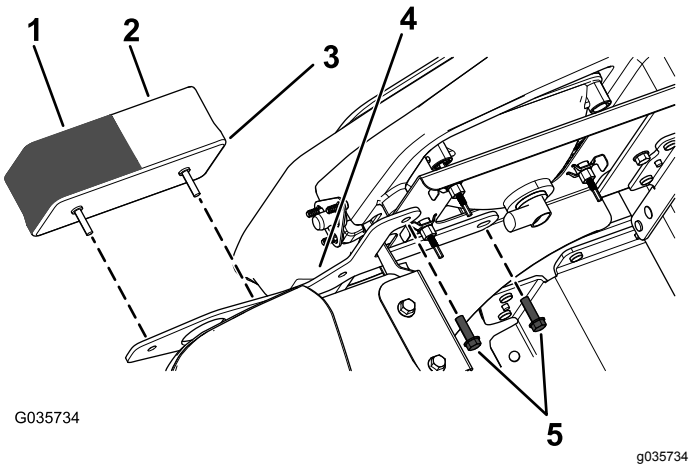

Figura 2
3. Instale la nueva luz delantera de posición/de intermitente en el soporte con los 2 tornillos retirados anteriormente (Figura 2).
Nota: Asegúrese de que la lente transparente (luz de posición) se coloca en el interior y la lente ámbar (luz de intermitente) se coloca en el exterior (Figura 2).